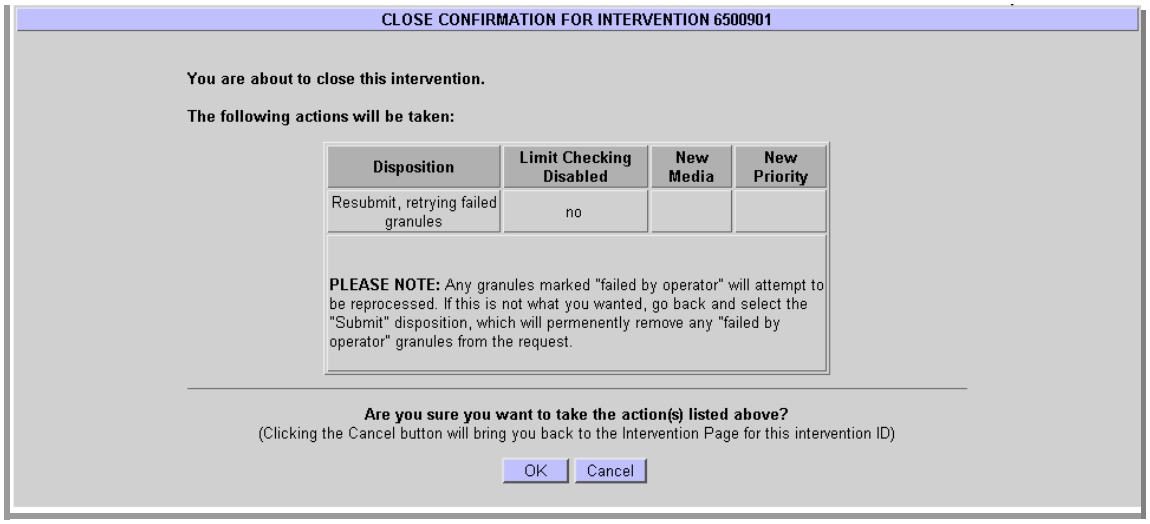

Figure 15.6-17. Close Confirmation for Intervention <ID> Page
- The **Close Confirmation for Intervention <ID>** displays (Figure 15.6-17)